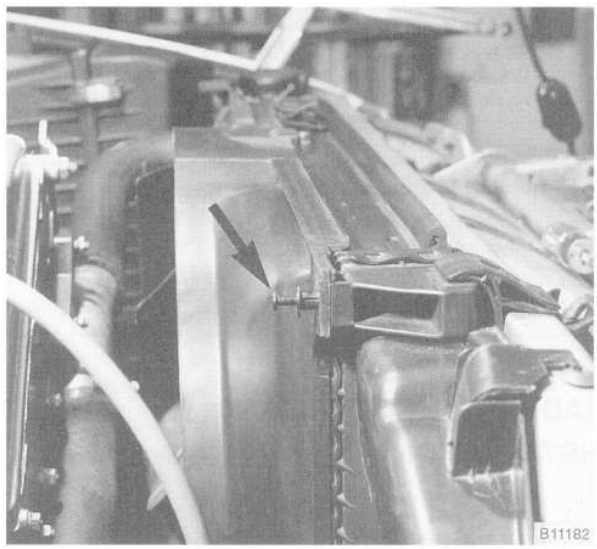

Fig. 21. Fan shroud retaining rivet. Pry out center pin (**arrow**) and remove rivet.
2. Remove expansion rivets holding shroud to radiator. See Fig. 21.